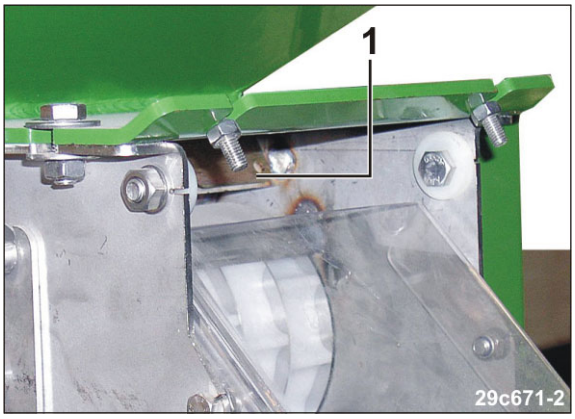

Fig. 138
2. Skub spjældet (Fig. 138/1) op til anslaget i doseringsenheden.